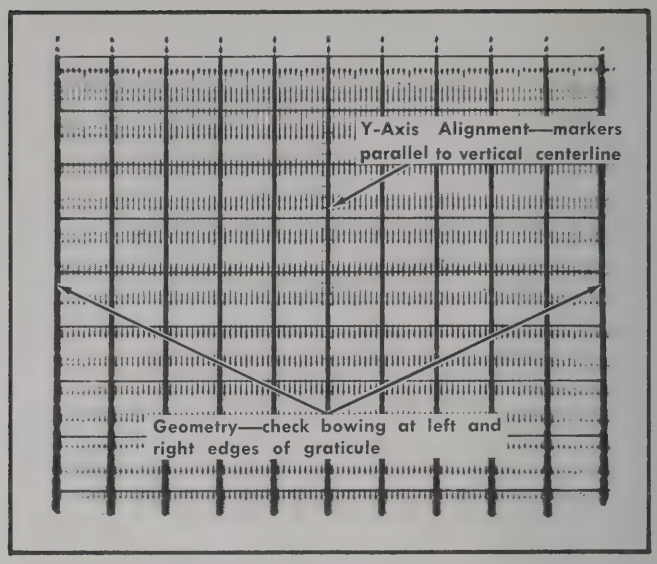

Fig. 5-1. Typical CRT display showing good geometry and Y-axis alignment.
g. CHECK—CRT display for less than 0.1 division bowing of the markers at the left and right edges of the graticule (see Fig. 5-1).